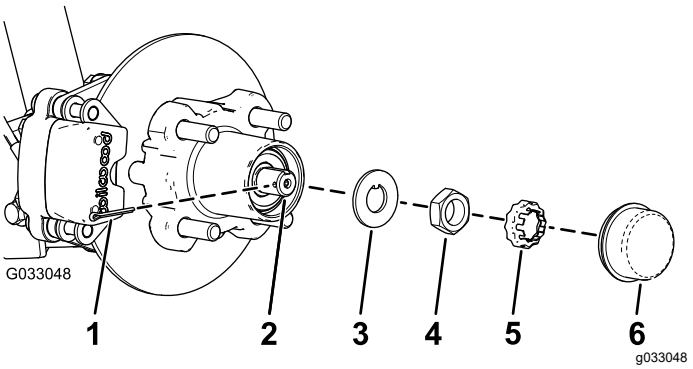
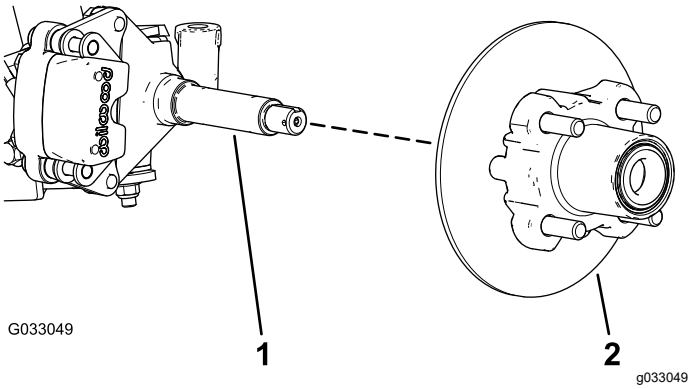

Figur 31
Figur 32
4. Ta av dammkåpan från navet (Figur 31).
5. Ta bort saxpinnen och mutterhållaren från spindeln och spindelmuttern (Figur 31).
6. Avlägsna spindelmuttern från spindeln och skilj sedan navet och rotorn från spindeln (Figur 31 och Figur 32).